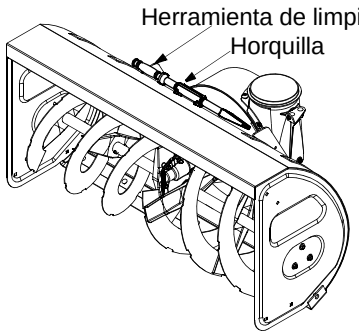

Figura 7
La herramienta de limpieza está ajustada convenientemente a la parte posterior de la caja de la barrena con una horquilla de ensamblado. Ver Figura 7 .
3. Saque la herramienta de limpieza de la horquilla que la ajusta a la parte posterior de la caja de la barrena. Ver Figura 7 .